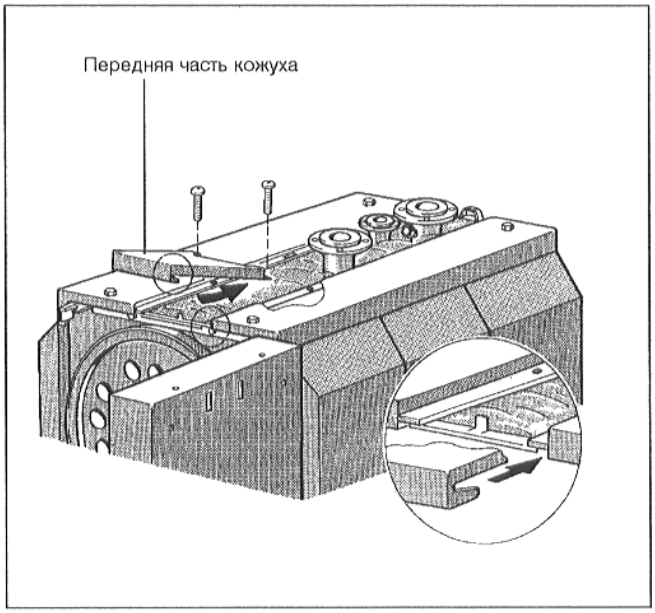

Рис. 18
- Установить переднюю часть кожуха, вставив сзади серьги справа и слева в шлицы боковой части кожуха (Рис. 18).
- Вставить переднюю часть кожуха сзади, чтобы оба шлица спереди справа и слева зафиксировались в окантовке траверсы, а также правой и левой боковых частей кожуха (Рис. 18).
- Привинтить переднюю часть кожуха 2 самонарезными винтами (Рис. 18).